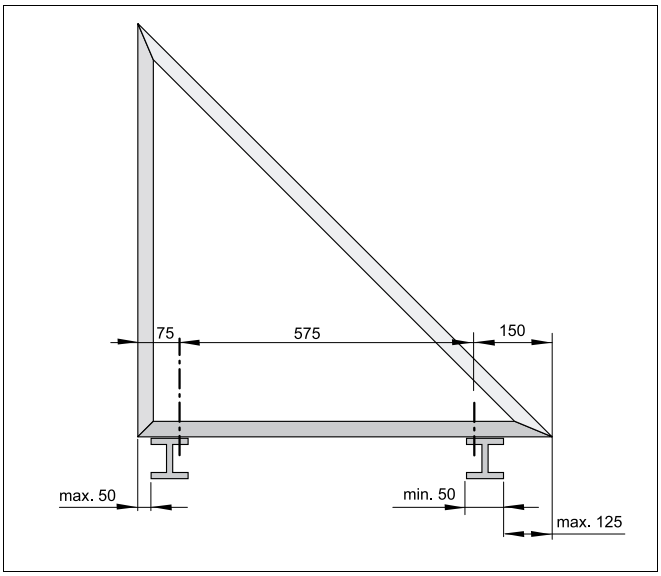

Afb. 41 Te respecteren maten voor de onderconstructie
- Bouw de onderconstructie volgens de aangegeven maten (afb. 41).